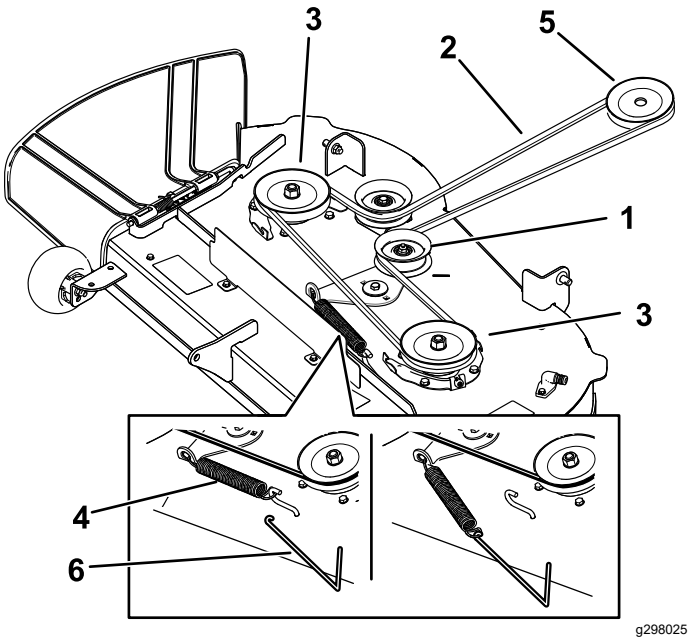
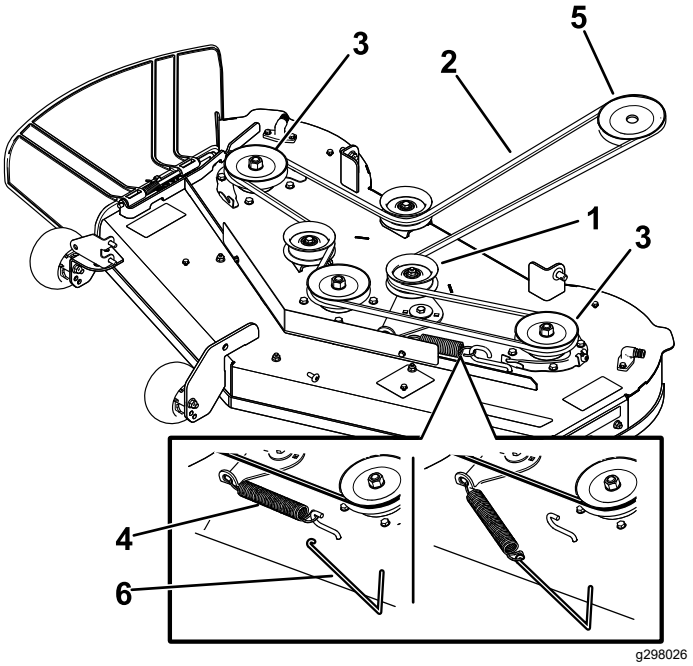

Figur 57
Figur 58
7. Brug et fjederværktøj (Toro-delnr. 92-5771) til at fjerne styrefjederen fra skjoldets krog for at tage spændingen af styreremskiven, og rul remmen af remskiverne (Figur 57 eller Figur 58).
8. Før den nye rem rundt om motorremskiven og plæneklipperremskiverne (Figur 57 eller Figur 58).
9. Brug et fjederværktøj (Toro-delnr. 92-5771) til at montere styrefjederen over skjoldets krog og tilspænde styreremskiven og plæneklipperremmen (Figur 57 eller Figur 58).